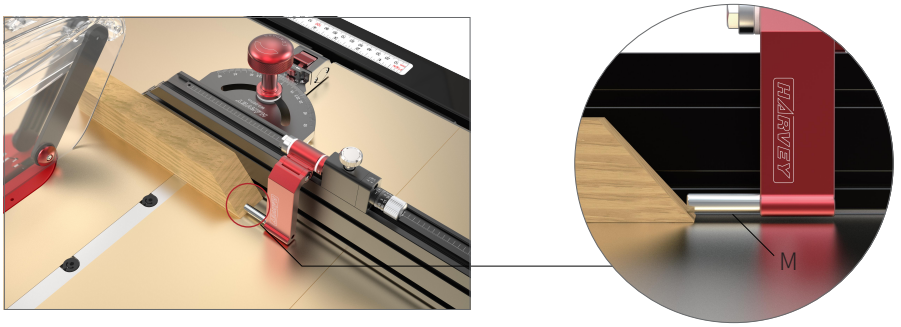

Fig.4
- For Metric version, a full rotation of the micro-adjustment knob (I) is 1mm, where each increment on the scale ring (J) is 0.02mm.
- For Imperial version, a full rotation of the micro-adjustment knob (I) is 1/20", where each increment on the scale ring (J) is 0.001".
- For any workpiece with a beveled edge, the bevel pin (M) can be used for positioning with no damage to the edge of workpiece as shown in Fig. 4.